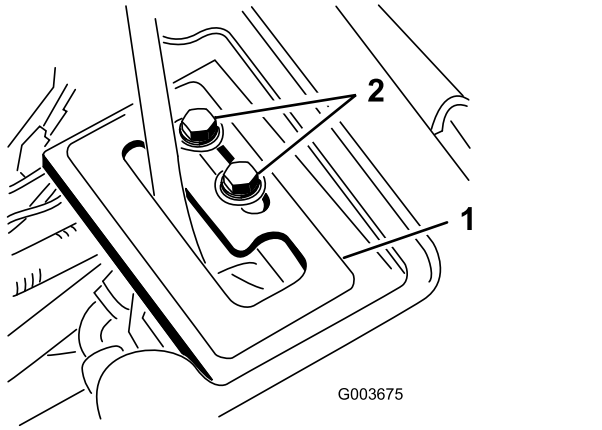

Figura 26
1. Insira a placa de guia da alavanca sobre a alavanca de elevação e prenda-a sem apertar à estrutura com dois parafusos de cabeça de flange e anilhas (Figura 26).
7. Com o motor a trabalhar e a alavanca de elevação na posição **Suspensa**, faça deslizar a guia da alavanca até o cilindro esquerdo poder ser estendido e retraído à mão (Figura 26).
8. Aperte ambos os parafusos de montagem da placa de guia da alavanca de elevação para fixar o ajuste (Figura 26).